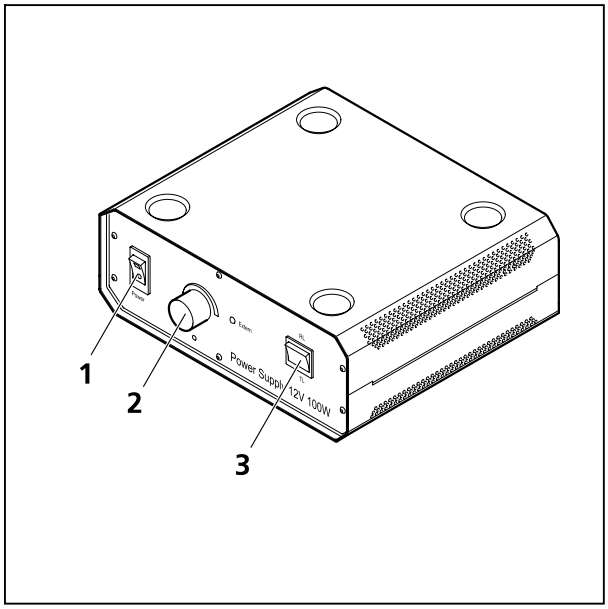

Bild 4-12 Externes Beistellnetzteil für HAL 100
(2) Geräteausrüstung
(3) Auflicht-Hellfeld einstellen
- Halogenleuchte HAL 100 am separaten Beistellnetzteil (Bild 4-12/**1**) einschalten.
- Kippschalter (Bild 4-12/**3**) in Position **RL** für Auflicht stellen.
- Lichtintensität durch Drehen am Stellknopf des Beistellnetzteils (Bild 4-12/**2**) einstellen.